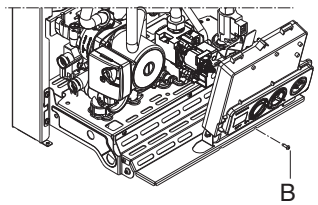

Рис. 3.4
- Отвинтите винт крепления панели приборов «В» (рис. 3.4)